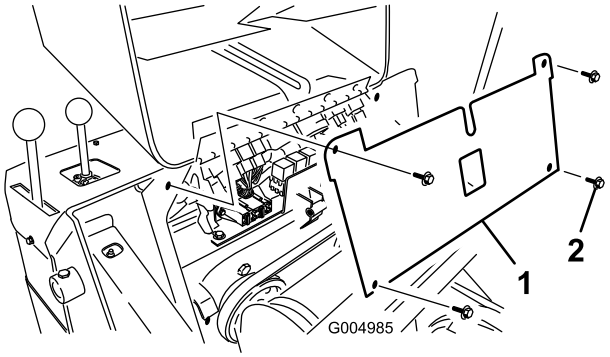

Figur 41
4. Ta bort de fyra skruvarna som håller fast säkringspanelen och dra sedan panelen utåt och uppåt för att ta bort den (Figur 41).